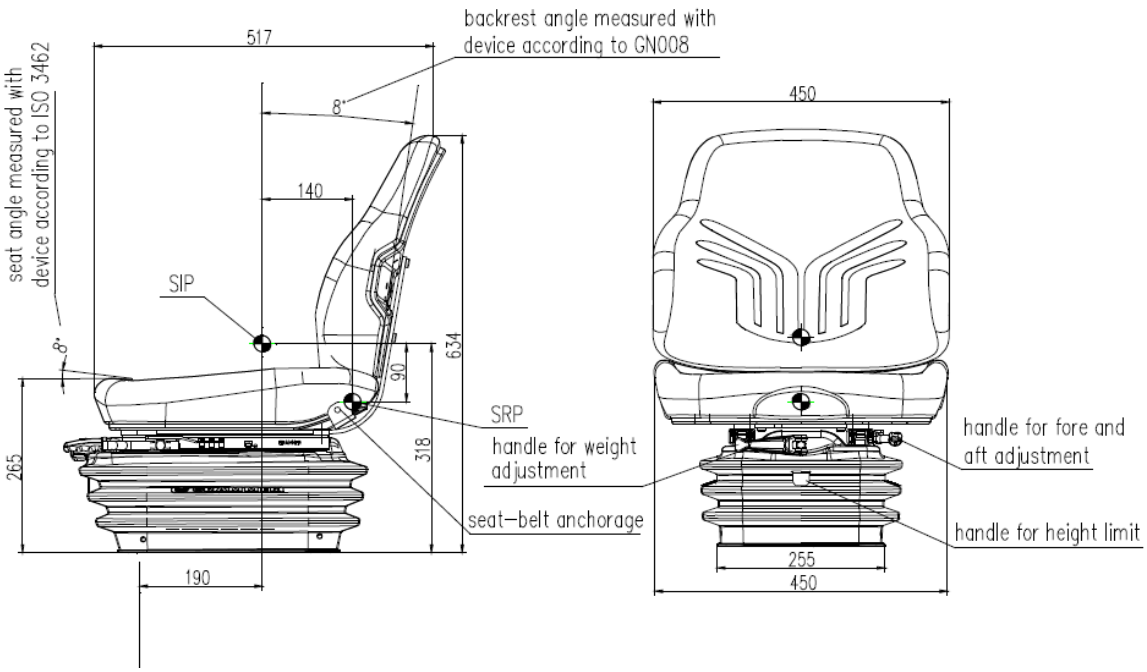

Fig. 3-13 Adjustment of Driver’s Seat
1. Driver's seats of TE series tractors can be adjusted forward and backward. During adjustment, pull the adjustment handle below the left side of the driver's seat outwards (as shown in the Fig. 3-13) and move the driver's seat forward or backward at the same time. After adjusting it to the required position, release the adjustment handle.